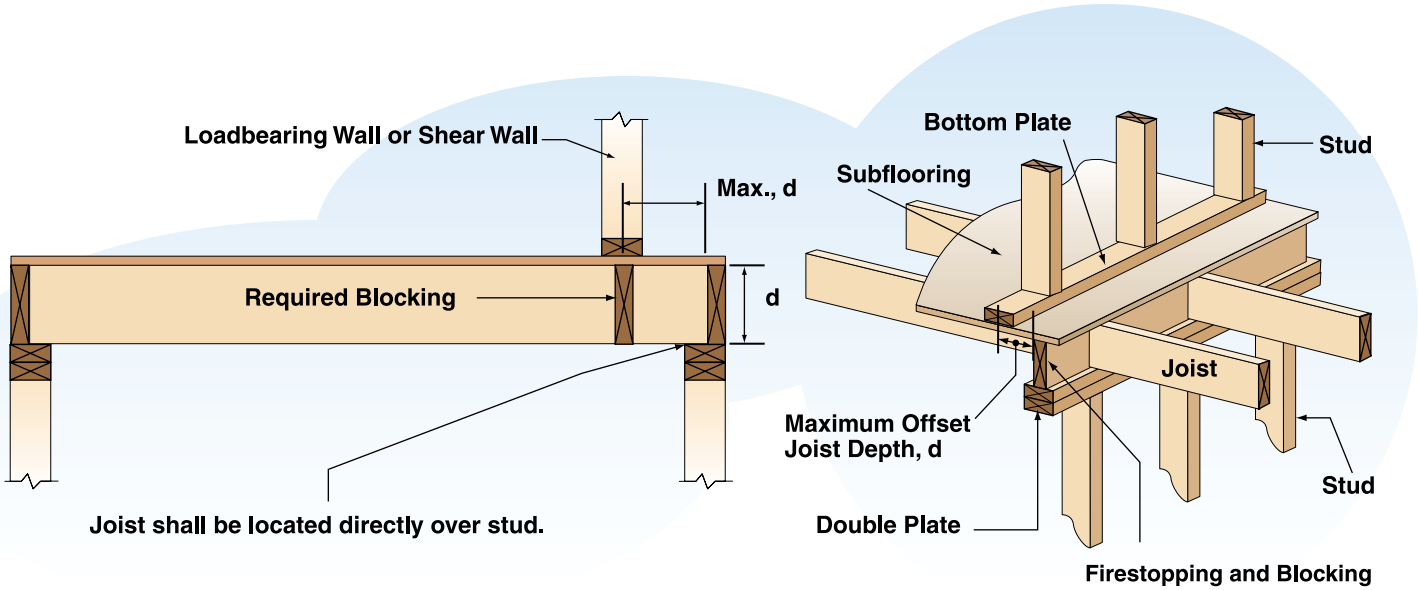

Figure 7. Setback Limits for Loadbearing Wall or Shear Wall and Limit on Loadbearing Wall Offset from Support
- **Floor Joists That Support Loadbearing Walls.** Loadbearing walls parallel to joists shall be directly supported by beams, girders, or other loadbearing walls. Loadbearing walls perpendicular to joists shall not be offset from supporting girders, beams, or other loadbearing walls by more than the depth of the joists (See Figure 7).
- **Wall Story Offsets.** Upper story wall segments shall not be offset from lower story wall segments by more than the depth, d, of the floor framing members (See Figures 7 and 8).